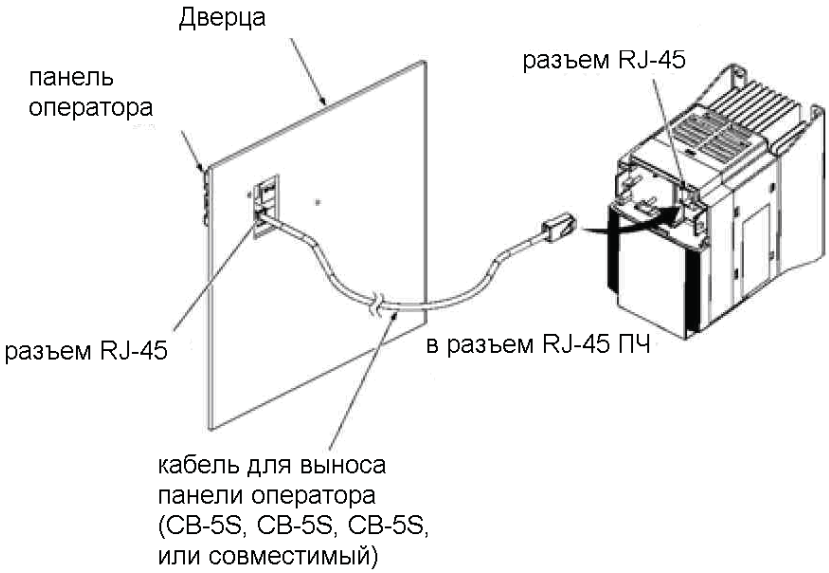

Рисунок 2.29 Подключения удлинительного кабеля
⑤ Присоедините кабель (CB-5S, CB-3S или CB-1S) или изготовленный самостоятельно удлинитель к разъемам RJ-45 на панели оператора и на ПЧ (Рисунок 2.29).